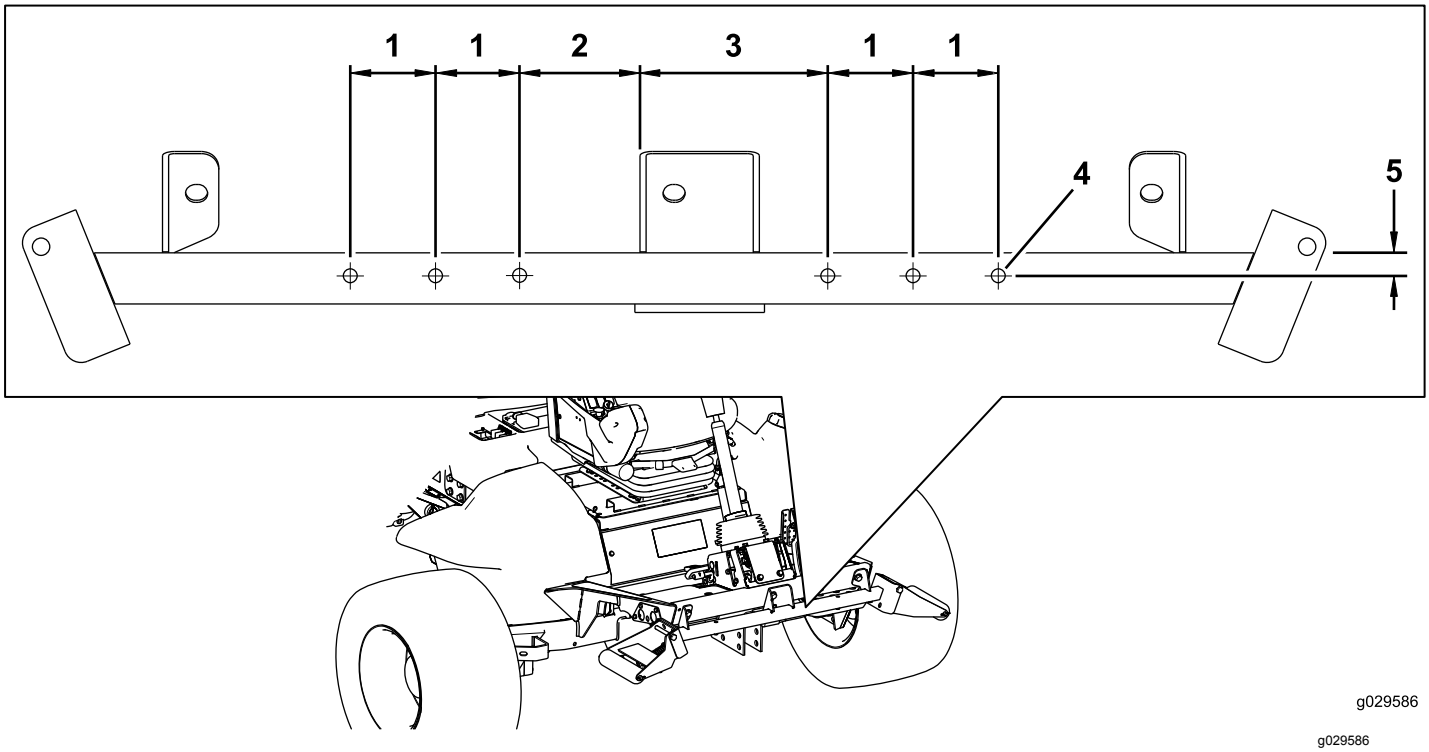

Figur 2
5. Använd måtten i Figur 2 och mät ut och borra sex hål (1 cm) genom båda väggarna på rullens stödrör.